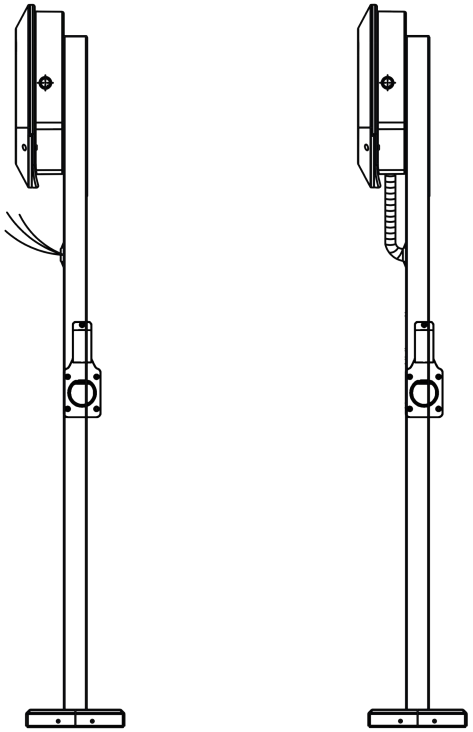

图 10
8、充电桩进线电缆从立柱穿线孔抽出，再用φ20 的 PVC 波纹管接入充电桩进线口，如图 10。